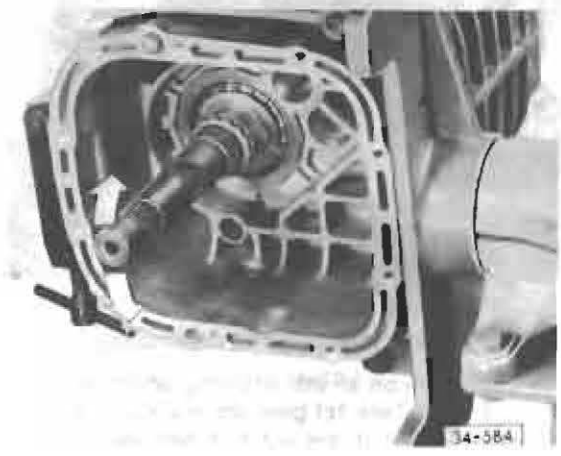

Fig. 8 **Bearing condition, checking**
• if no turning torque can be measured, see Fig. 8